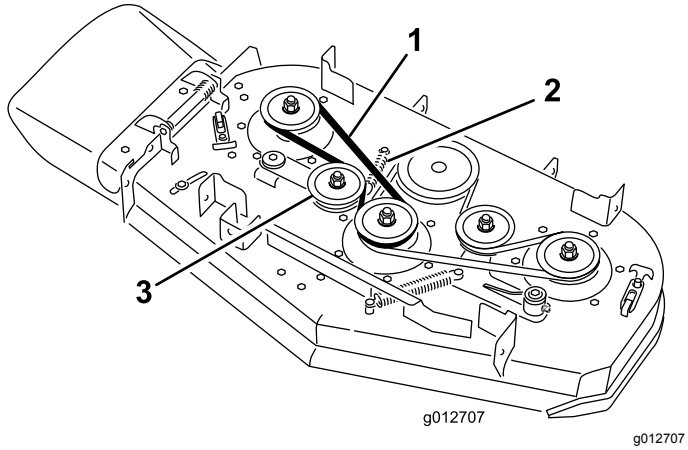

Figur 65
4. Fjern fjæren fra ankeret på lederullarmen (Figur 65).
5. Fjern den slitte klipperremmen (Figur 65).
6. Monter den nye klipperremmen rundt klipperremskivene og lederullen (Figur 65).
7. Monter fjæren på ankeret på lederullarmen (Figur 65).